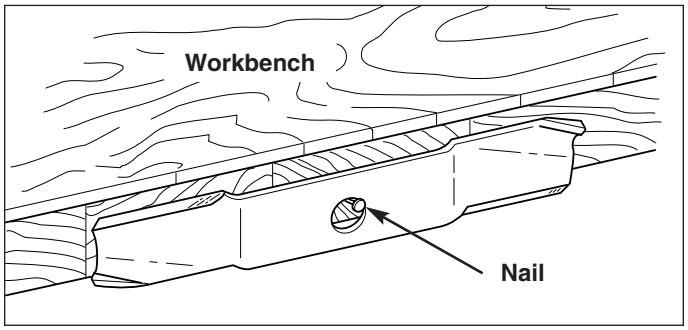

Figure 25. Balancing The Blade
3. **38”, 44”, & 50” Mowers:** Remove the capscrew (D, Figure 25), spring washer (C), hex washer (B), and blade.
5. Balance the blade as shown in Figure 25. Center the blade’s hole on a nail lubricated with a drop of oil. A balanced blade will remain level.